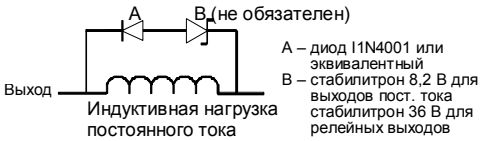

Рис. 3–3. Защитная схема для нагрузки постоянного тока
На рис. 3–3 показан пример защитной схемы для нагрузки постоянного тока. В большинстве приложений достаточно применения одного диода (A), включенного параллельно индуктивной нагрузке, но если ваше приложение требует быстрого отключения, то рекомендуется, кроме того, использовать стабилитрон (B). Рассчитывайте стабилитрон на ток в выходной цепи.